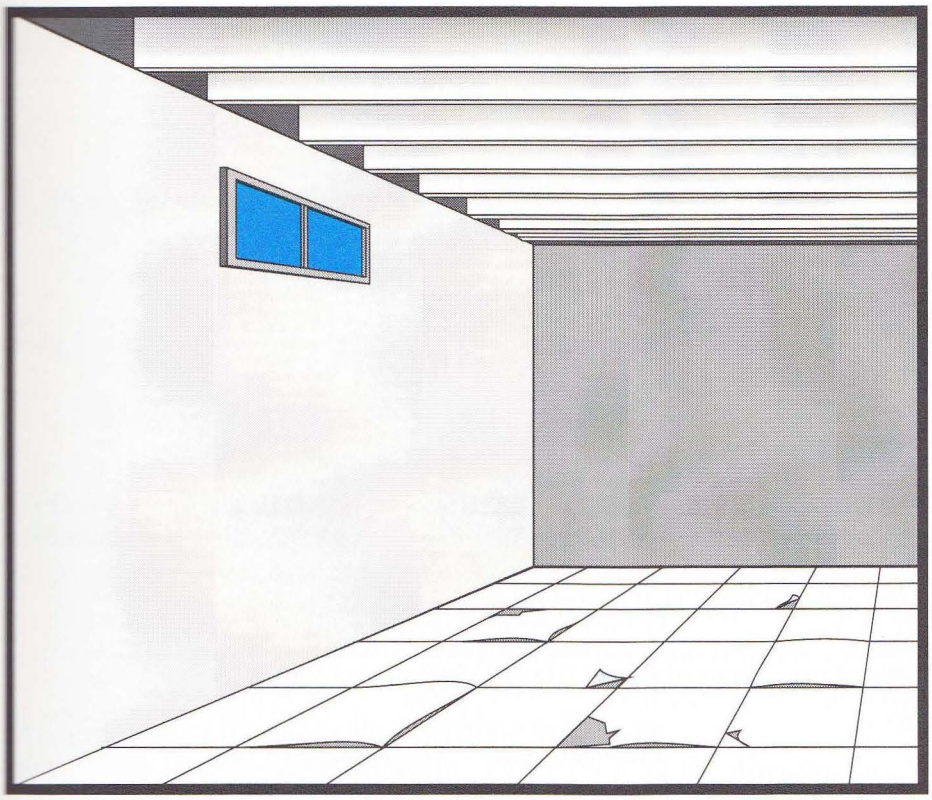

**FIGURE 14**
- Floor tiles lift up and their surfaces deteriorate. (See Figure 14.)